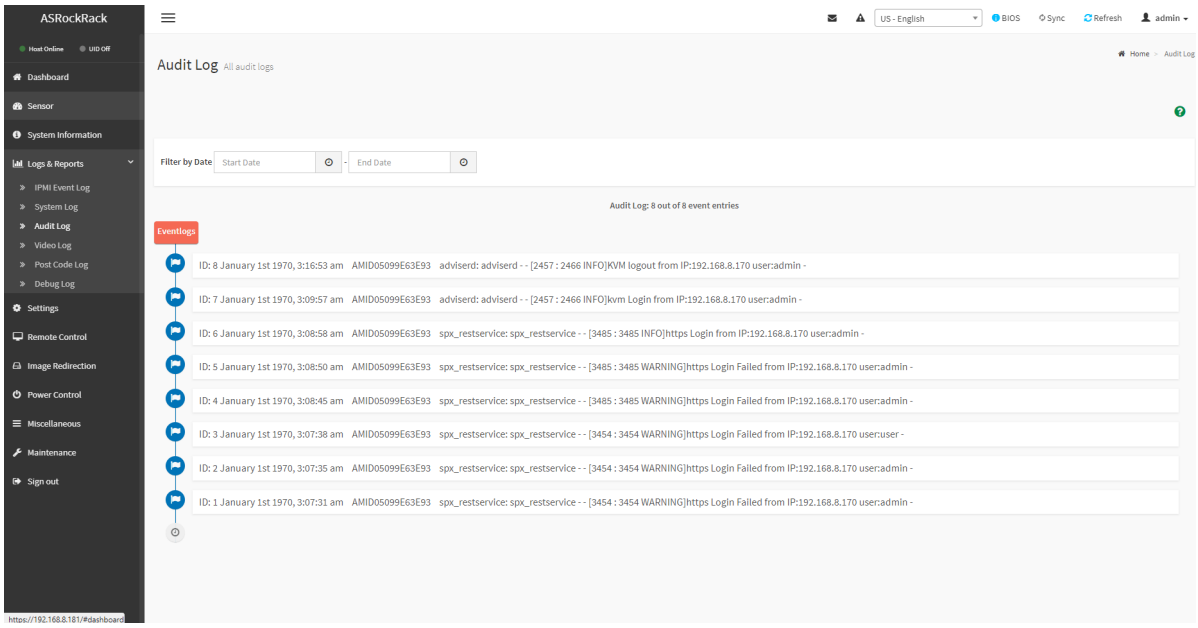

Рис. 108. Окно «Audit Log»
4) Пройдите во вкладку «Logs & Reports» → «Audit Log» в данной вкладке отображается информация о входе в систему, чтобы пользователи могли отслеживать доступ к BMC WebUI. В поле «Filter by Date» произведите фильтрацию по дате начала события «Start Date», в поле «End Date» произведите фильтрацию по дате окончания события. Окно показано на рис. 108 Окно «Audit Log»